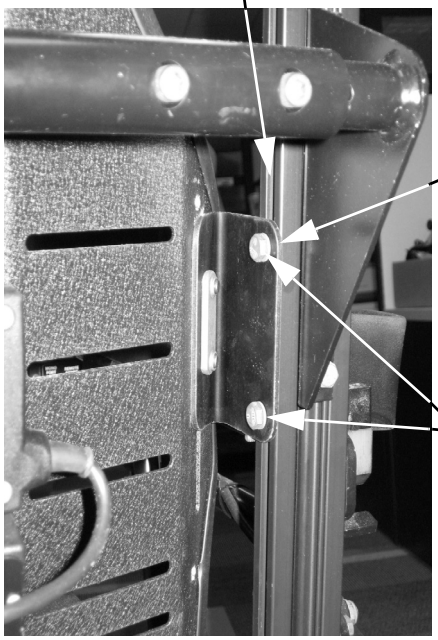
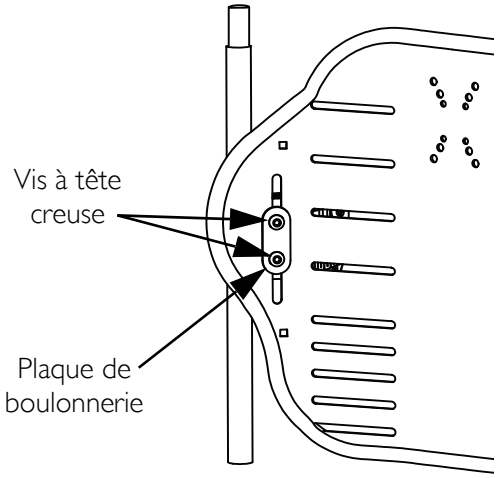

**FIGURE 2.8** Détails d'installation sur un fauteuil roulant électrique Invacare avec Power Recline
**FIGURE 2.9** Réglage dehauteur secondaire
*REMARQUE: Pour cette procédure, se référer à la FIGURE 2.8 à FIGURE 2.9.*